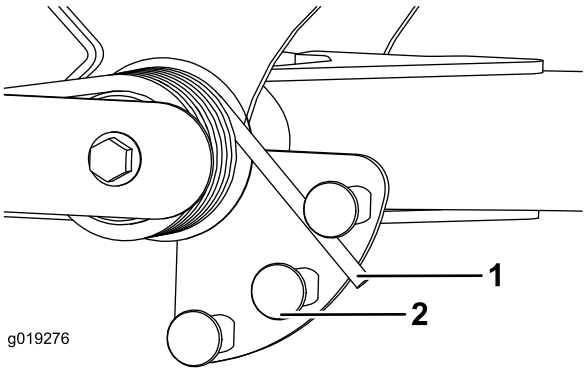

Figuur 35
2. Breng een buis of vergelijkbaar voorwerp aan over het lange veeruiteinde en draai ze rond de actuator van de veer tot de gewenste stand (Figuur 35).